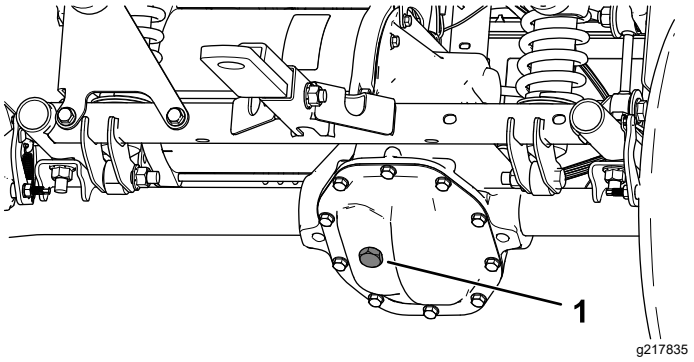

Figur 50
4. Ta bort växellådans påfyllningsplugg (Figur 50).
5. Om vätskenivån är låg ska du ta bort påfyllningspluggen och fylla på med angiven vätska tills den rinner ut ur hålet (Figur 50).
4. Ta bort växellådans påfyllningsplugg och fyll växellådan med angiven vätska tills den rinner ut ur påfyllningshålet (Figur 50).